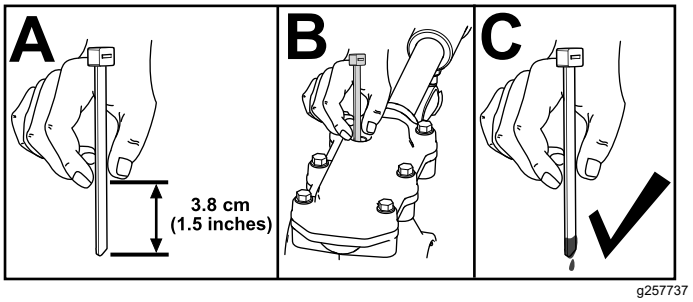

**Figure 34**
3. Contrôlez le niveau d'huile au moyen d'un dispositif de mesure adéquat, par exemple un serre-câble propre. Le niveau d'huile doit se situer à 3,8 cm (1,5 po) environ sous l'orifice de remplissage (Figure 34).